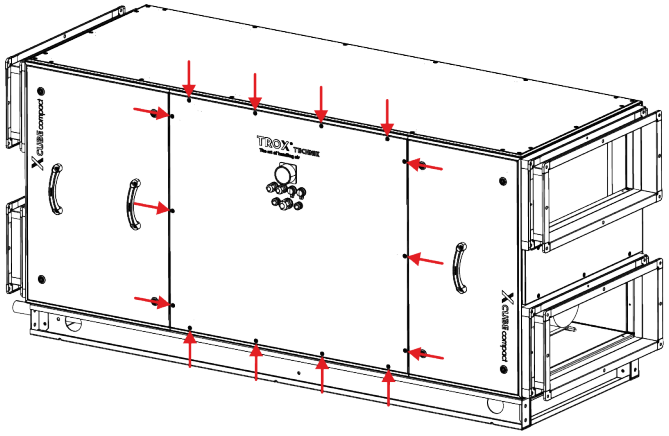

Fig. 25: Central inspection access panels
4. Unscrew the screws (Fig. 25/arrows) on the central inspection access panels on the front side.